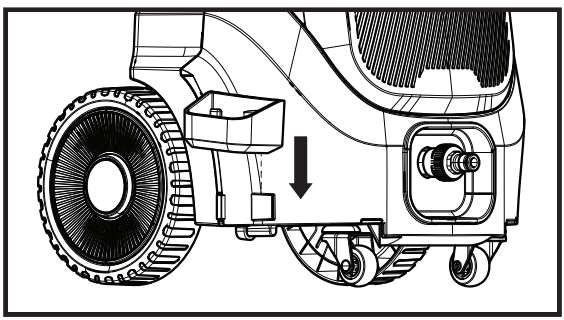

Rys. 1b
2. Naciśnij, aby wyrównać z rowkiem w kształcie litery U u dołu obudowy. (rys. 1b)